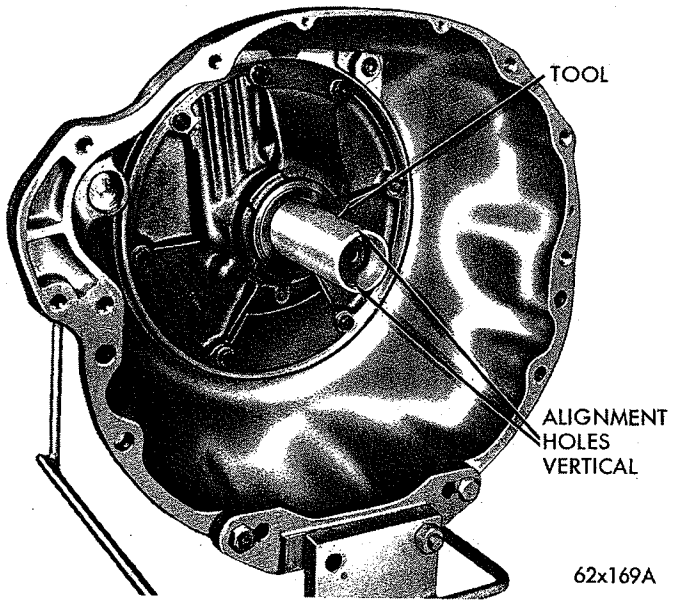

*Fig. 109—Aligning Pump Rotors*
(1) Rotate pump rotors with Tool C-3756 (A-904-G and A-904-LA) or Tool C-3881 (A-727-A and B) until the two small holes in handle are verticle (Fig. 109).
(2) Carefully slide converter assembly over input shaft and reaction shaft. Make sure converter impeller shaft slots are also vertical and fully engage pump inner rotor lugs.